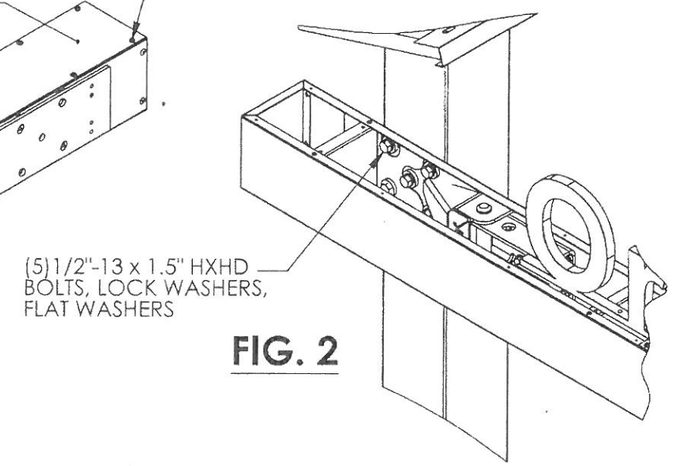

FIG. 2
(START WITH CENTER BOLT SEE FIG.2) (DO NOT TIGHTEN SECURELY)
5. IF LEVEL- SECURELY TIGHTEN THE **(5)** MOUNTING BOLTS **(SEE FIG.2)** AND **(SKIP STEP 6)**
8.2 TIGHTEN THE (5) BOLTS